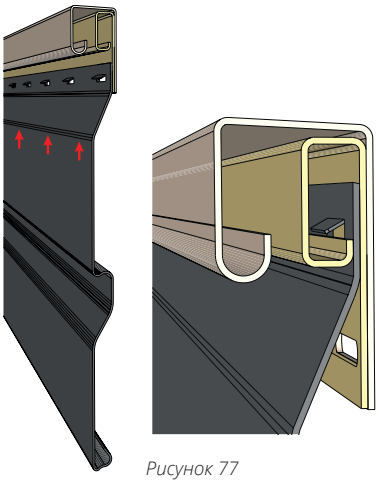

*Рисунок 77*
**17.3** Если сайдинг под завершение приходит ближней полкой к обрешетке (рис. 77), подрезанная панель сайдинга с предварительно сделанными насечками, вставляется в финишную планку.